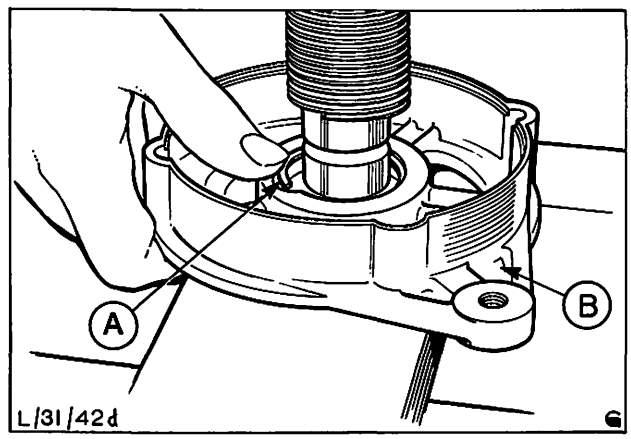

Abb. 56 Sprengring – Halterung, antriebsseitiges Lager ausbauen
16. Anlaufscheibe, antriebsseitiges Lager und Ausgleichsscheibenpaket entfernen, Abb. 56.